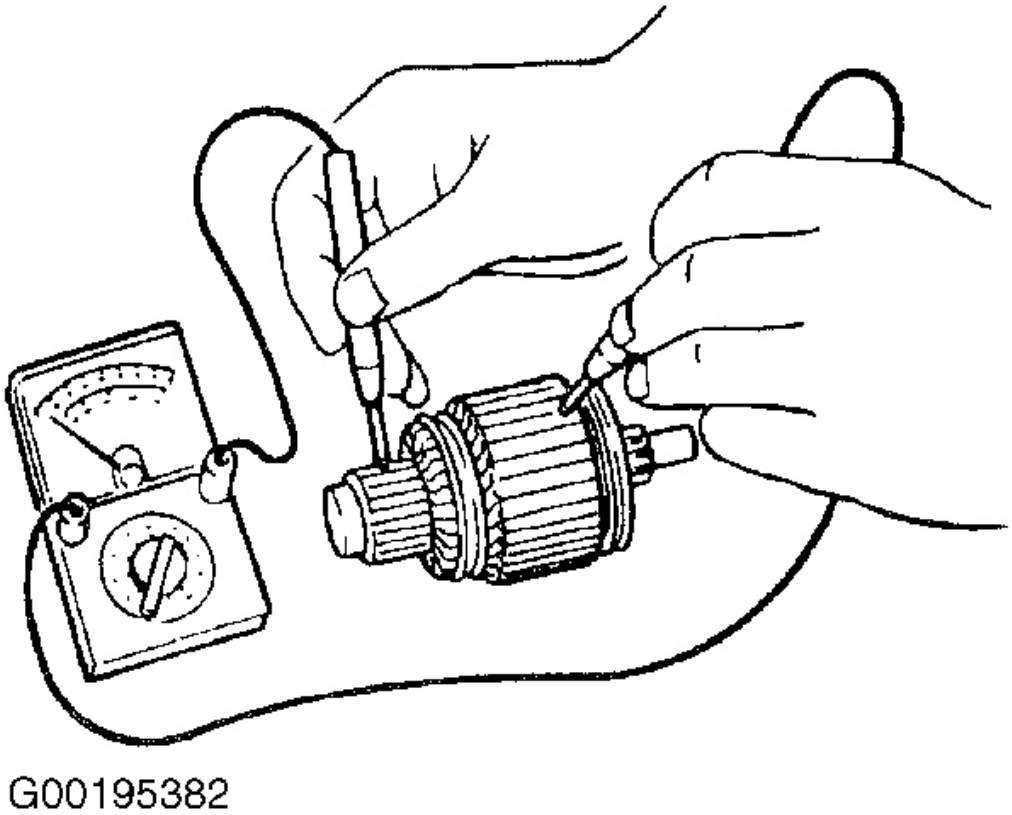

Fig. 6: Comprobación Conmutador Para Core Continuidad
1. Uso de óhmetro, verificar la continuidad entre el conmutador y el núcleo. Ver **Fig. 6** .